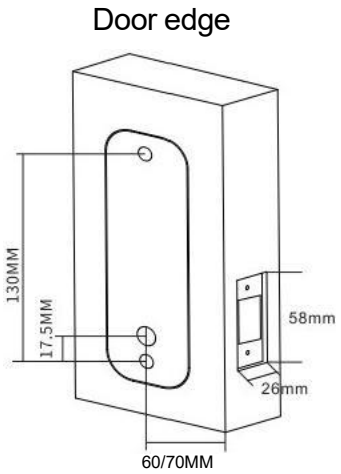

FIG1
1)Correctly position and affix the template(Model 209 product template)to the surface of the internal door Required height off the floor.Ensure that the relevant,marked,door edge alignment template should be properly aligned with the actual door edge.(see figure 1)